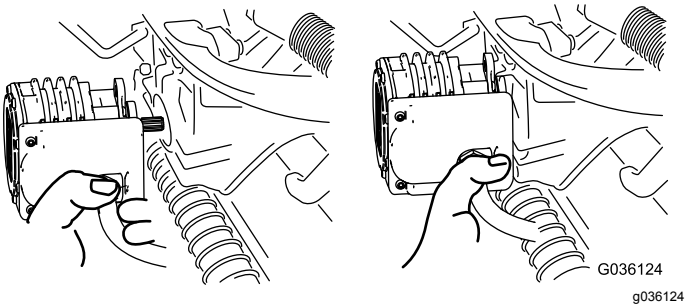

Figuur 53
4. Zet de motor in de opbergruimte op de voorkant van de ophangarm (Figuur 53).